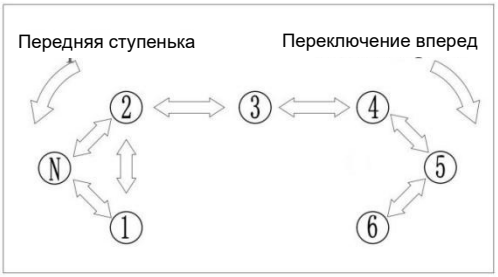
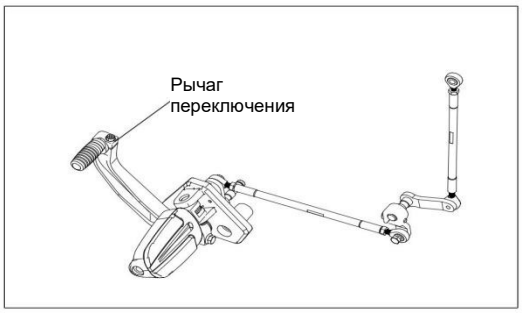

Рис. 13 Карта положений переключения передач
Рис. 14 Рычаг переключения передач
5.4.1 Переключение передач (Рис. 13, Рис. 14)